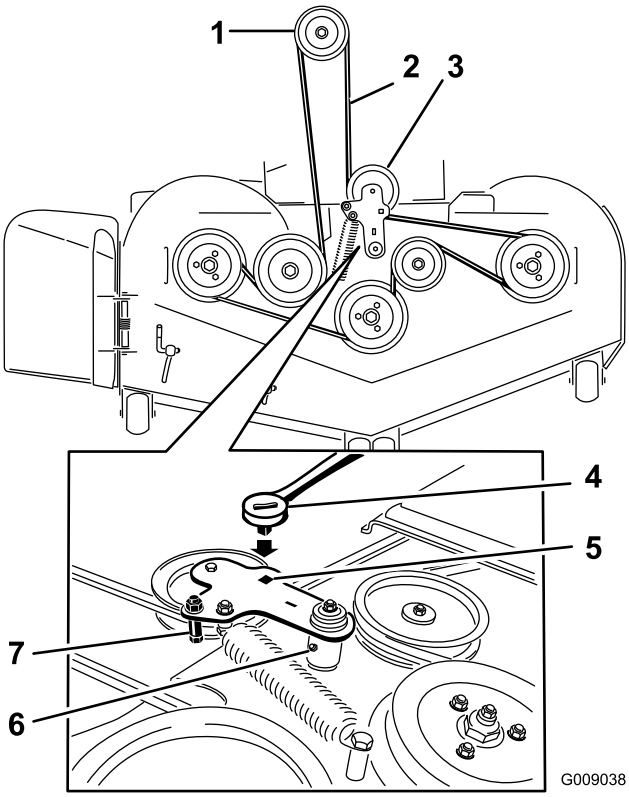

Figuur 98
6. Hef het vloerdeel op en steek een momentsleutel in de vierkante opening in de spanpoelie (Figuur 98).
7. Draai de spanpoelie van het maaidek rechtsom en verwijder de aandrijfriem van het maaidek (Figuur 98).